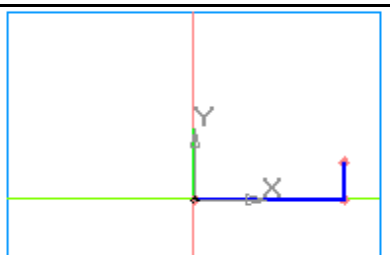

Рис. 9.10. Начало эскиза: Ломаная линия.
2) выберите команду **Ломаная** и постройте ее по трем точкам (0; 0), (20; 0), (20; 5). Эта ломаная линия позволит сформировать дно вазы (рис. 9.10);